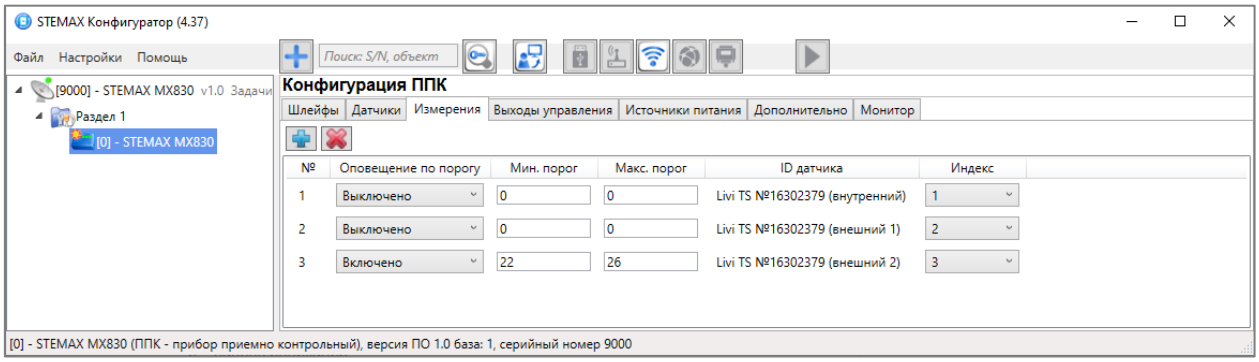

Рисунок 4.47 – Вкладка *Измерения*
2) На вкладке *Измерения* нажмите кнопку в верхнем левом углу (см. рисунок 4.47).
Настройка параметров работы с зарегистрированными сенсорами выполняется в таблице с описанными ниже столбцами (см. рисунок 4.47).
Для удаления канала измерения из конфигурации выделите его в списке и нажмите кнопку в верхнем левом углу вкладки (см. рисунок 4.47).